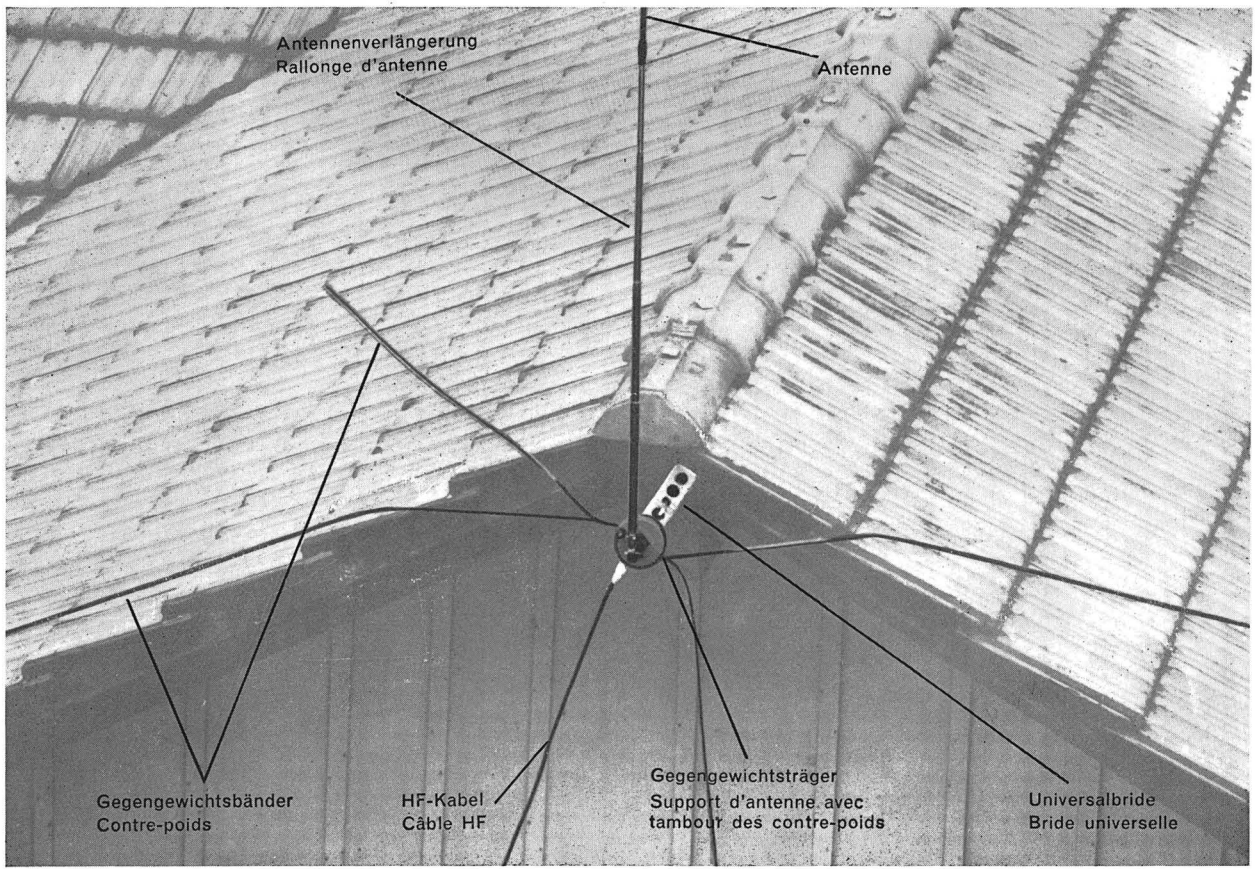

Fig. 2
b) **La bride universelle** (voir fig. 2 et 4)
b) **Fixation de l'antenne extérieure avec la bride universelle** (fig. 2)